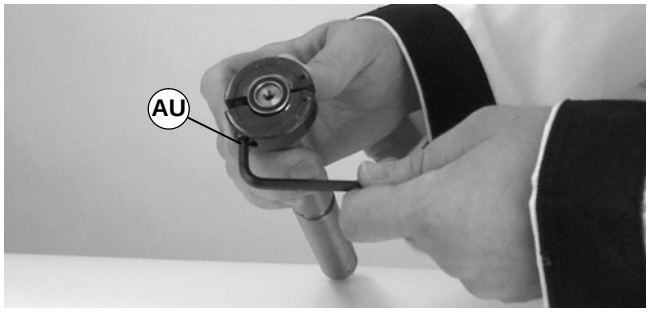

Abbildung 36
2. Mit einem 3/16¨ Innensechkantschlüssel (AU siehe Abbildung 36) das Werkzeug fest anziehen.